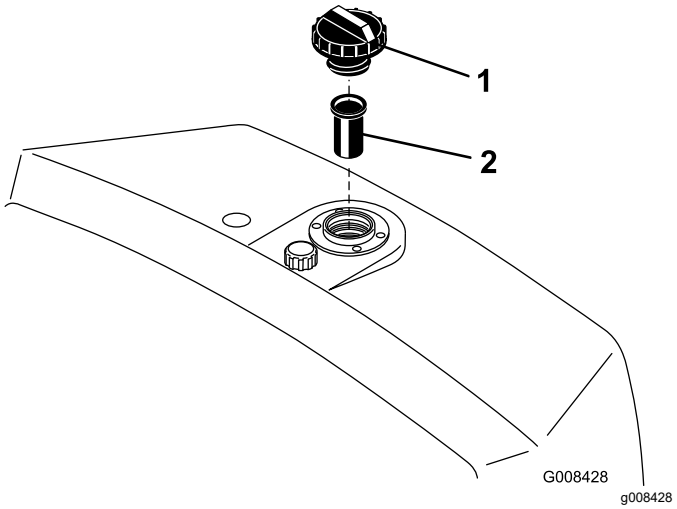

Figuur 49
2. Verwijder de dop van het reservoir en controleer het vloeistofpeil. Het vloeistofpeil moet tot aan de onderkant van het filter in de vulbuis staan (Figuur 49).